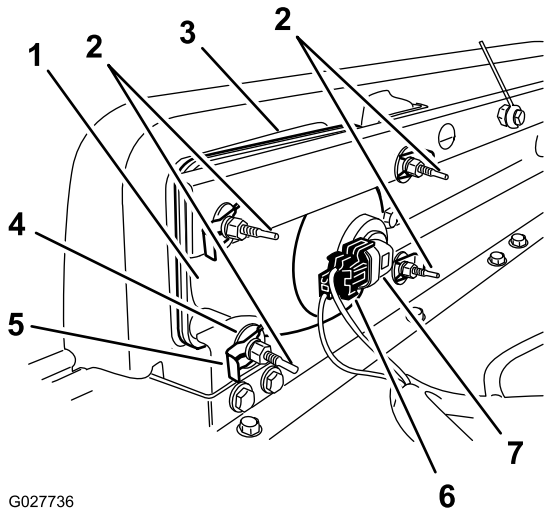

Figura 59
3. Scollegate il connettore elettrico del cablaggio dal connettore del gruppo luci (Figura 59).
4. Togliete i fermagli e le rondelle che tengono bloccato il faro anteriore sulla relativa staffa (Figura 59).
5. Rimuovete il gruppo faro anteriore spostandolo in avanti attraverso l'apertura nel paraurti anteriore (Figura 59).
6. Montate il nuovo faro anteriore attraverso l'apertura nel paraurti (Figura 59).
8. Collegate il connettore elettrico del cablaggio al connettore del nuovo gruppo luci (Figura 59).
2. Sul retro del gruppo faro, ruotate le viti di regolazione (Figura 59) per ruotare il gruppo faro e allineare la posizione di getto del fascio.